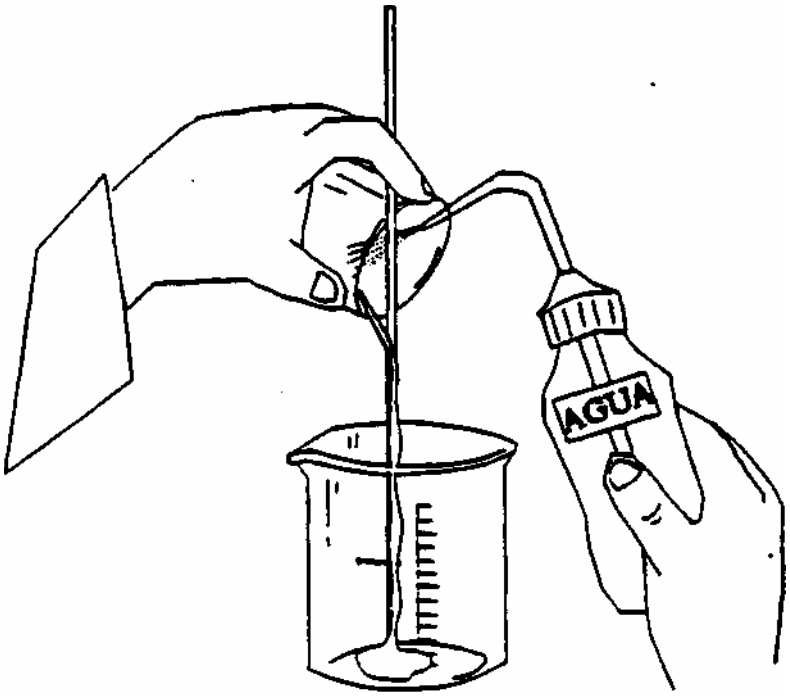

Figura 5
6. Los estudiantes deben identificar dónde quedó el sólido (arena). Este se llamará el residuo. Esto ocurre porque las partículas de la arena son más grandes que los orificios del papel de filtro. Si se quedan residuos en la paredes del envase, muestre cómo se utiliza la botella de lavado (Figura 5). El agua que pasa del papel de filtro se llamará el filtrado.